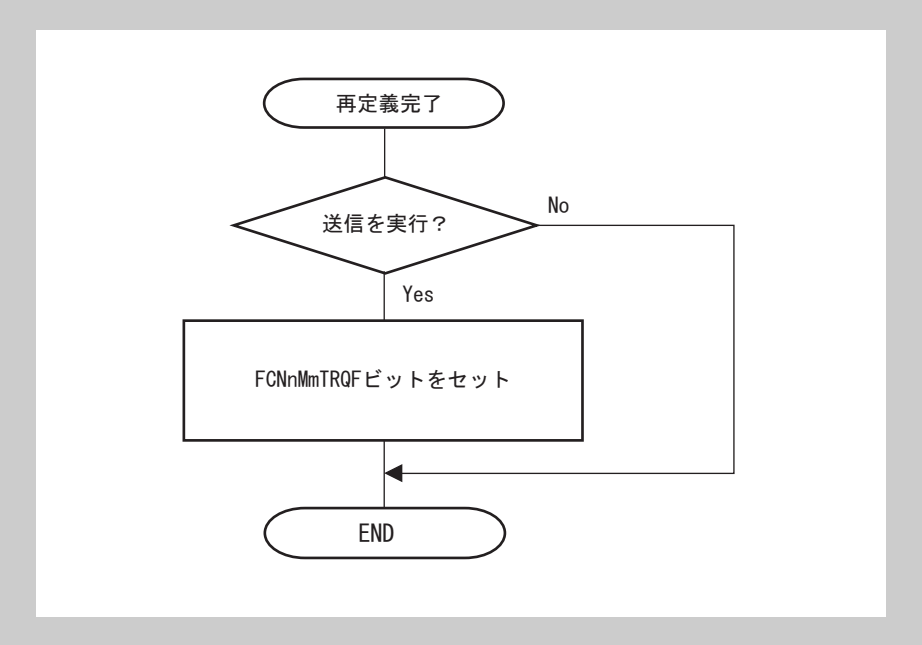

図 20-4 再定義後の送信メッセージ・バッファに対する送信要求の設定（FCNnMmCTL.FCNnMmTRQF）
2. メッセージが送信されると，送信要求が設定された個々の送信メッセージ・バッファで設定されている ID，IDE および FCNnMmSTRB.FCNnMmSSRT に従って送信優先度をチェックします。優先度の最も高い送信メッセージ・バッファが選択され，送信に使用されます。*1104 ページの図 20-4「再定義後の送信メッセージ・バッファに対する送信要求の設定（FCNnMmCTL.FCNnMmTRQF）」*の手順を守らないと，優先度の最も高い ID を持つメッセージが再定義後に送信されないことがあります。